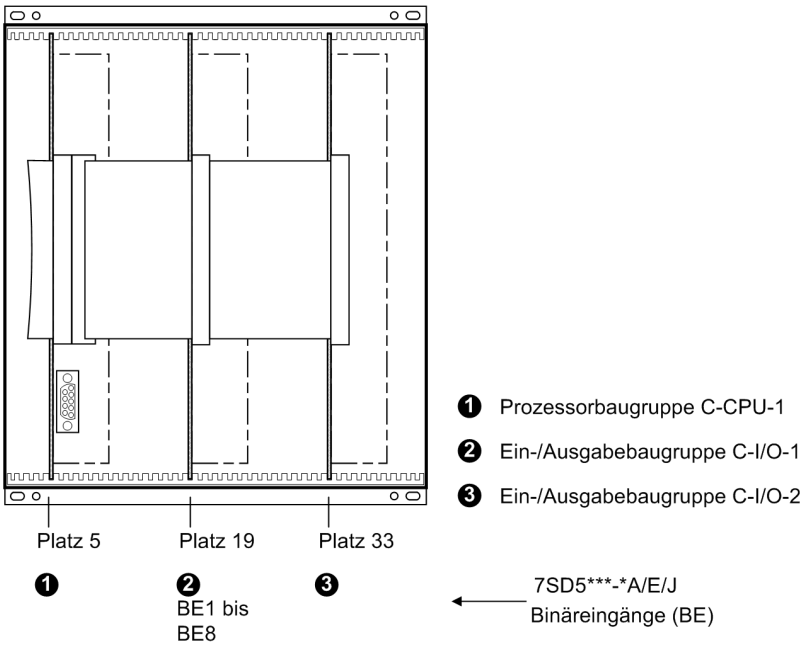
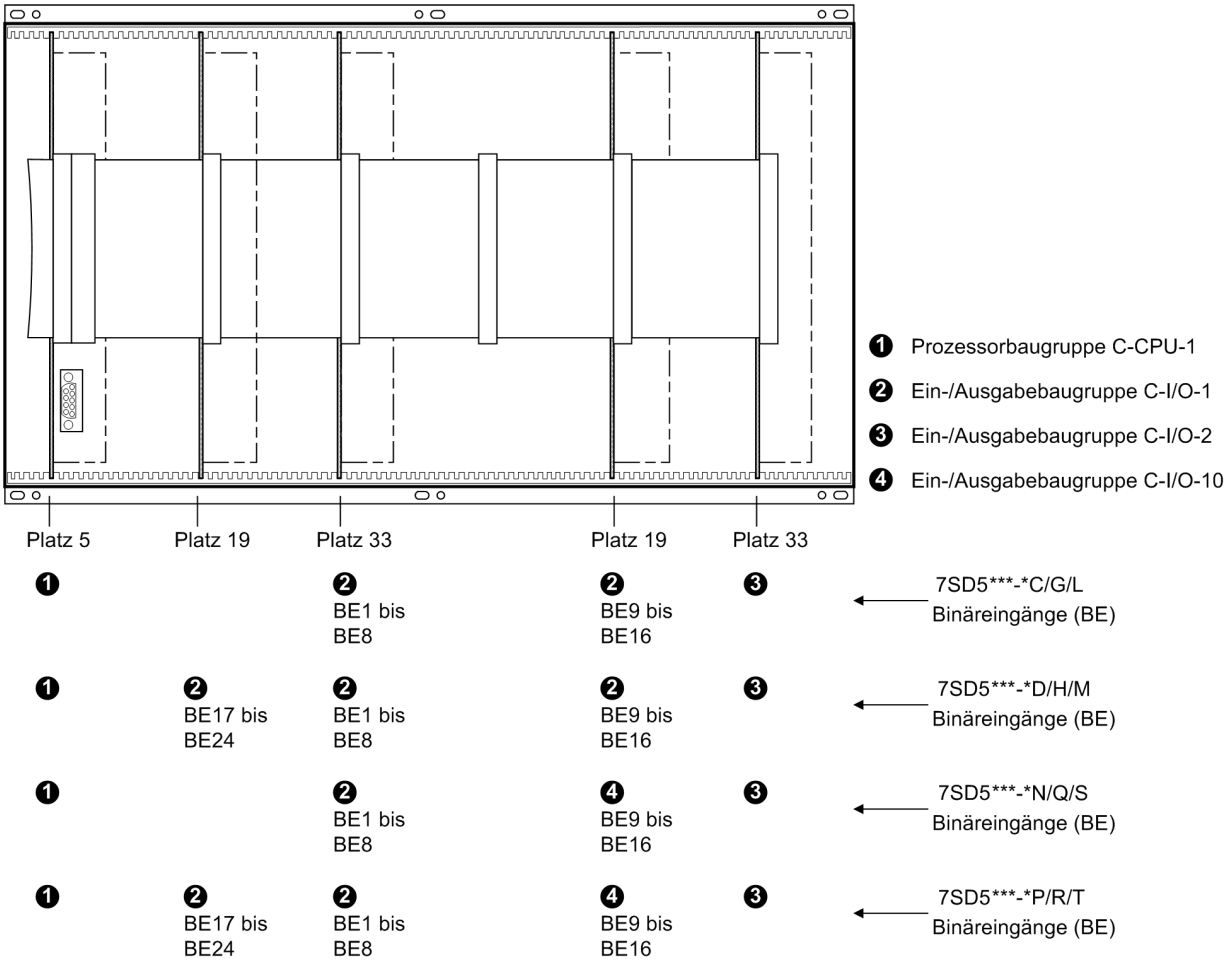

Bild 3-3 Frontansicht Gehäusegröße $^1/_2$ nach Entfernen der Frontkappe (vereinfacht und verkleinert)
Bild 3-4 Frontansicht Gehäusegröße $^{1}/_{1}$ nach Entfernen der Frontkappe (vereinfacht und verkleinert)
Die Anordnung der Baugruppen für die Gehäusegröße $^1/_2$ geht aus Bild 3-3 und für die Gehäusegröße $^1/_1$ aus Bild 3-4 hervor.
- Steckverbinder des Flachbandkabels zwischen Prozessorbaugruppe C-CPU-1 (Nr. 1 in Bild 3-3 bzw. 3-4) und den Ein/Ausgabebaugruppen I/O (je nach Bestellvariante Nr. 2 bis 3 in Bild 3-3 bzw. Nr. 2 bis 4 in Bild 3-4) lösen.
- bei Gehäusegröße $^1/_2$ auf der Ein-/Ausgabebaugruppe C-I/O-1 (Nr. 2 in Bild 3-3, Platz 19),
- bei Gehäusegröße $^1/_1$ auf der Ein-/Ausgabebaugruppe C-I/O-1 (Nr. 2 in Bild 3-4, Platz 33 links).
- Bei den Ausführungen 7SD5***-***D/H/M** (Gehäusegröße $^1/_1$ mit 32 Binärausgängen) gilt das für die Binärausgaben BA16 und BA24 (Bild 3-4, Platz 19 links und rechts);
- Bei den Ausführungen 7SD5***-***C**/**G**/**L** (Gehäusegröße $^1/_1$ mit 24 Binärausgängen) gilt das für die Binärausgaben BA16 (Bild 3-4, Platz 19 rechts);
- Bei den Ausführungen 7SD5***-***P**/**R**/**T** (Gehäusegröße $^1/_1$ mit 32 Binärausgängen und Kommandobeschleunigung) gilt das für die Binärausgaben BA24 (Bild 3-4, Platz 19 links).